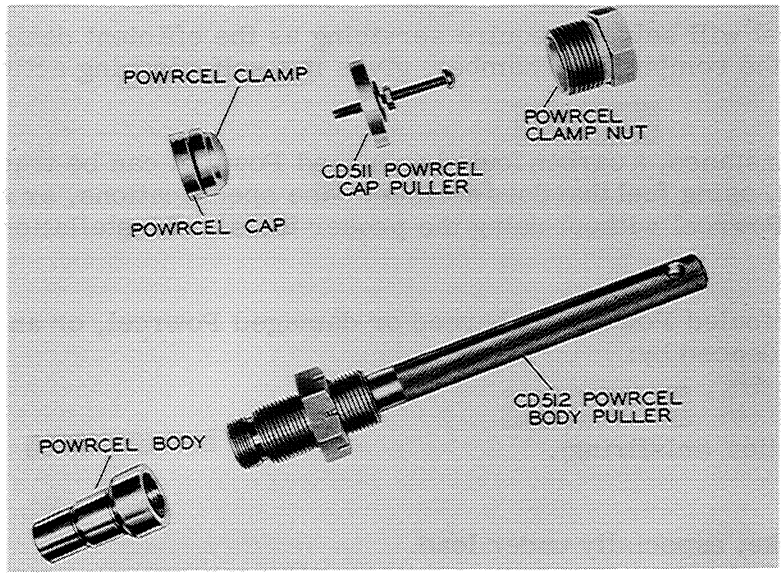

Figure I-43. Powrcel Parts and Tools Required to Remove Them From Cylinder Head
3. Pull the Powrcel Cap, Figures I-43 and I-44 using the CD 511 Puller from the CD 500 or CD 800 Tool Kit.
4. Using the CD 512 Puller from the CD 500 or CD 800 Tool Kit, pull the Powrcel body. Refer to Figures I-43 and I-45.